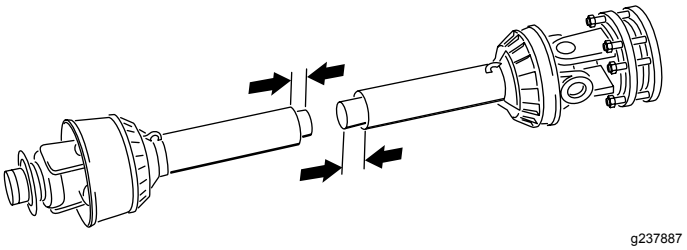

Rysunek 17
11. Rozdziel 2 połówki wału sprzęgającego PTO (Rysunek 17).
12. Zmierz odległość od końca każdej rury do jej osłony bezpieczeństwa (Rysunek 17).